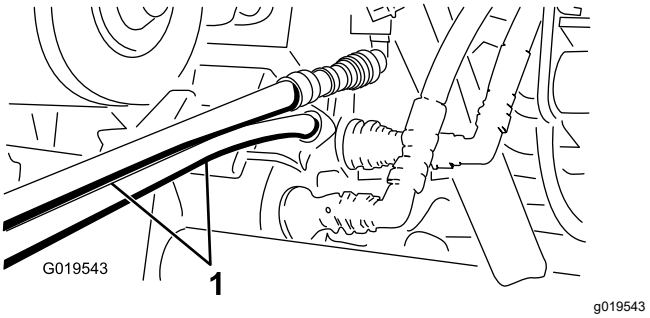

Bild 73
5. Schließen Sie an der anderen Maschine die zwei Schläuche an der Kupplung an, die sich noch in der Kupplungshalterung befindet (schließen Sie den oberen Schlauch an die obere Kupplung und den unteren Schlauch an der unteren Kupplung an) (Bild 73).